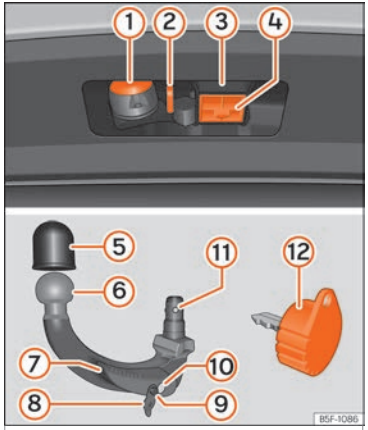

Fig. 171 The towing device supports trailers / tow hook / key
- **The top part of the hook housing is greased ››› Fig. 171 (3). When using the device, make sure that it has not been removed.**
- Remove the hook housing cap ››› Fig. 171 ④ downwards.
- Fit cover ④ ››› Fig. 171 onto its housing.